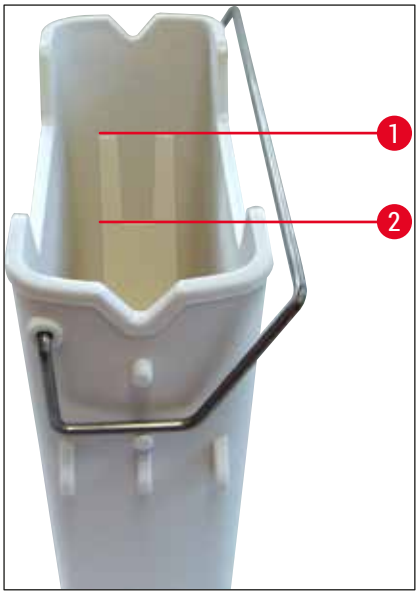
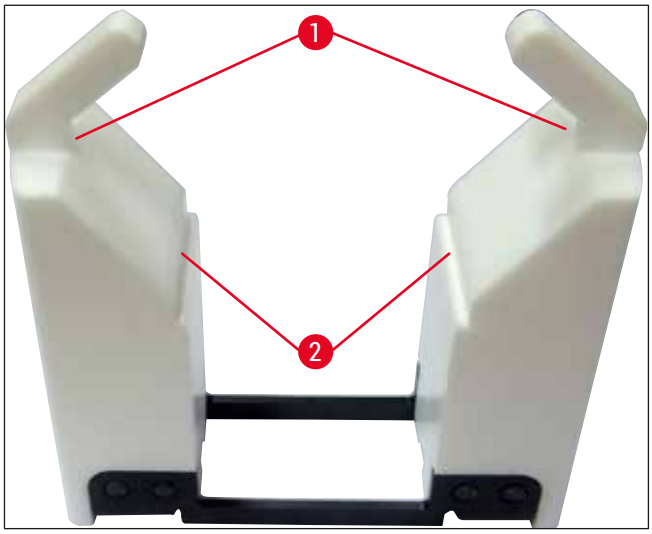

Fig. 66
Fig. 67
Kontroller om håndtaket til reagensbeholderen er riktig festet til reagensbeholderen. Er det ikke det, må håndtaket festes i henhold til (→ "Fig. 66").
- Følg med på fyllnivåmerkene på innsiden av reagensbeholderne (→ "Fig. 66") (→ "Fig. 67") når du fyller på begge reagensbeholdertypene.
- Hvis reagensbeholderne har innsatser for spesialfarger (→ "Fig. 67") for å redusere reagensvolumet, skal de settes inn i reagensbeholderen først. Fyll deretter reagensen til det angitte minimumsnivået (→ "Fig. 67-2") eller mer, men ikke over det maksimale påfyllingsnivået (→ "Fig. 67-1").